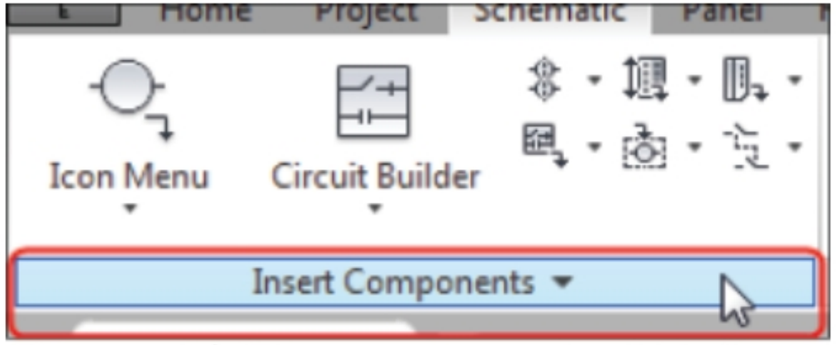
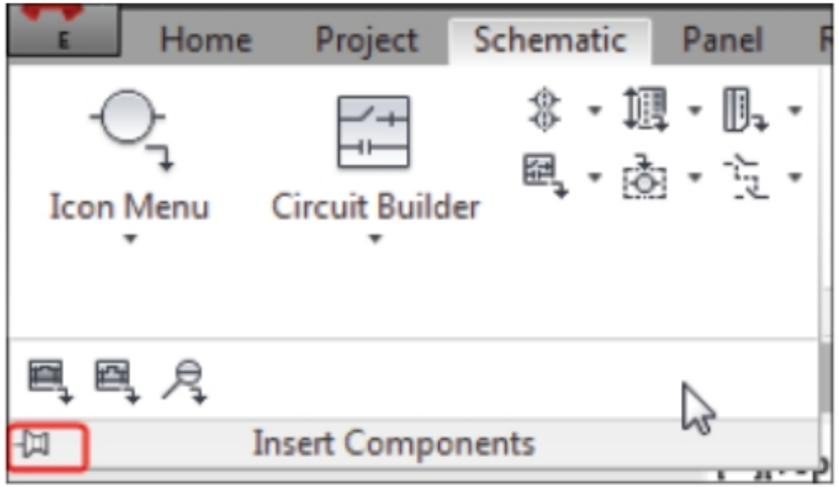

Figure-41. Down arror to be clicked
Figure-42. Expanded Insert Components panel
- Click on the down arrow next to **Insert Component** panel name; refer to Figure-41. The expanded **Insert Component** panel will be displayed; refer to Figure-42.